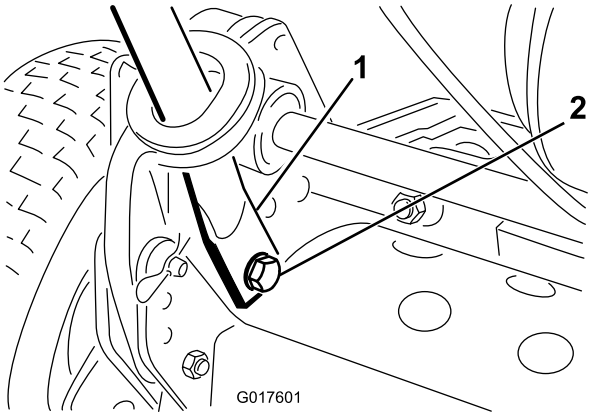

**Rysunek 3**
4. Ściśnij końce uchwytu do wewnątrz i zamontuj je na trzpieniach mocujących (Rysunek 3).
5. Zamocuj końce uchwytu do trzpieni mocujących przy pomocy wcześniej usuniętych śrub, podkładek i podkładek blokujących (Rysunek 3).
6. Zamocuj ramiona uchwytu do tylnej części ramy za pomocą wcześniej usuniętych zawleczek i trzpieni pierścieniowych (Rysunek 3).